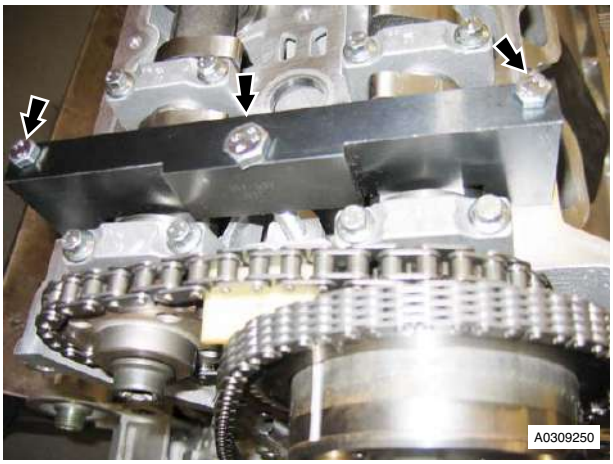

Figure 1
3. Remove the special tool (refer to Figure 1 - Right side shown).